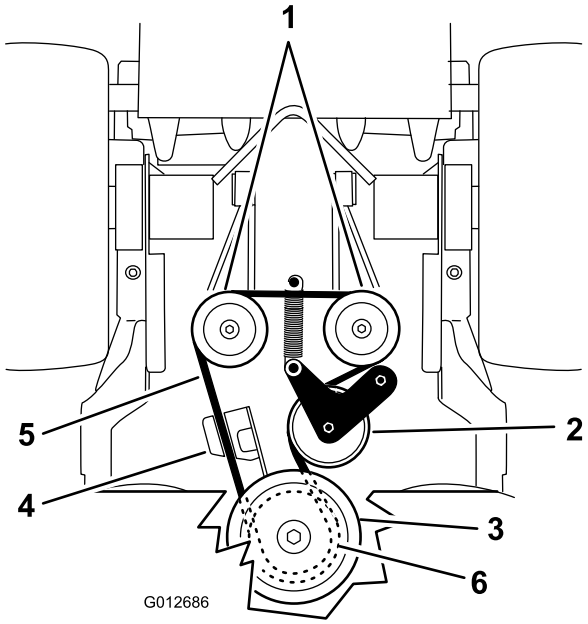

Figur 68
5. Tag styrefjederen af stellet (Figur 68).
7. Monter styrefjederen på stellet (Figur 68).